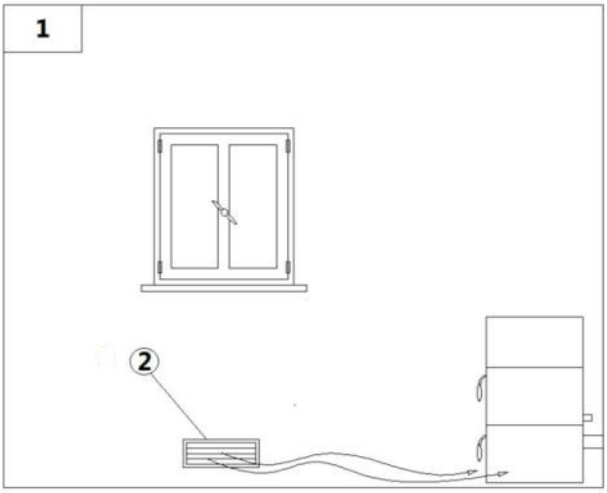

Fig. 6 - Direkte Luftzufuhr
LEGENDE	*Fig. 6 auf S. 10*
- Die Luftzufuhr zwischen der Außenseite und dem Raum kann direkt durch die Öffnung auf der Außenwand des Raumes erfolgen (siehe **Fig. 6 auf S. 10**).